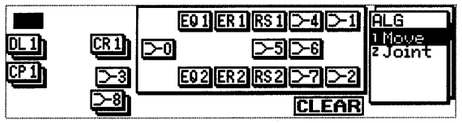

Fig.2
2. Press "▽" key several times to go to the deepest level of hierarchy. Press FUNC1 key to call "MOVE" on the display. (See Fig.2. P6)
2．▽キーで一番下の階層へ行き，FUNC１キーを押して Move を呼び出す。(Fig.2.P6)